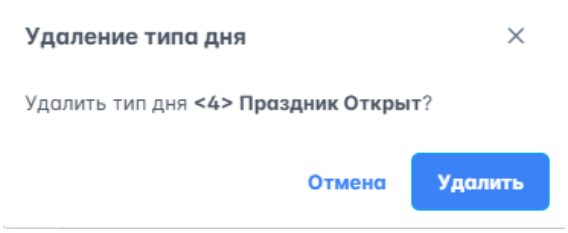

Рисунок 142 – Подтверждение удаления типа дня
2. Нажать на в строке типа дня на панели управления, откроется окно подтверждения удаления (рисунок 142).